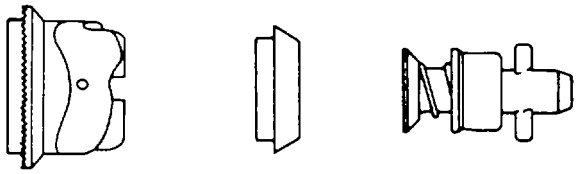

Figure 2-61. Camloc Fasteners
b. Camloc. Each Camloc fastener consists of three parts: cam collar, grommet, and stud assembly, as shown in figure 2-61.